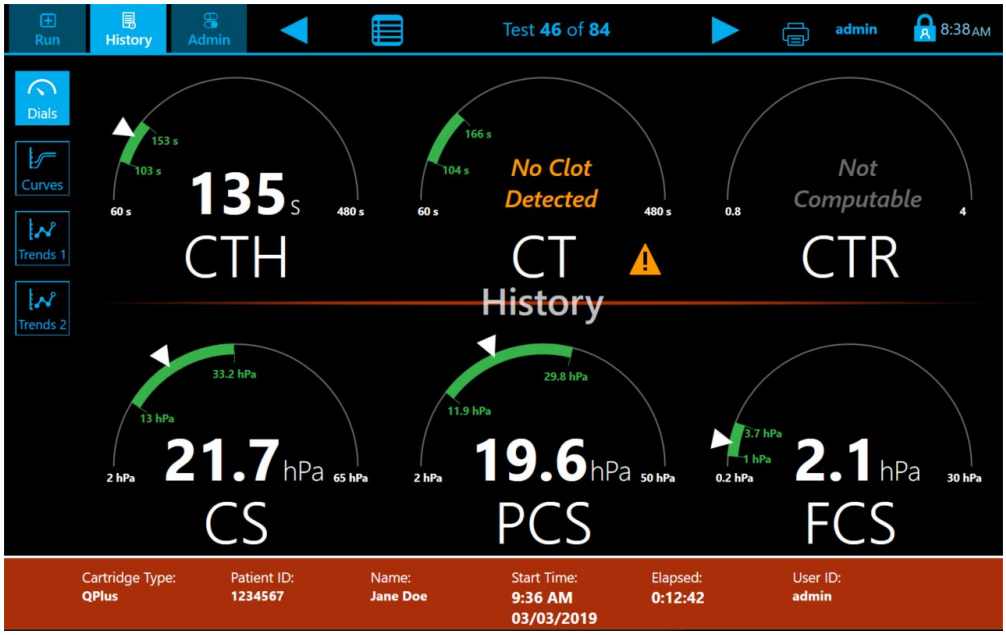

Figure 36. Case #3
the cartridge that measures CT during the assay measurement period. This leads to a result of “No Clot Detected” for CT. A Clot Time was measurable in the presence of a heparin inhibitor therefore, a numerical value was reported for CTH. Because the calculation of CTR requires numerical values for both CT and CTH, CTR is “Not Computable” for this sample (Figure 36).
- Select the test from the history list to be displayed. The results are shown in the current view mode. To display in a different mode, select a mode button in the left sidebar (Dials, Curves, Trends 1, Trends 2; Figure 36). When displayed under the History mode, the bottom task bar has a background colored red. The dials will also delineate the clot time versus clot stability dials with a red divider line and labeled “History”.